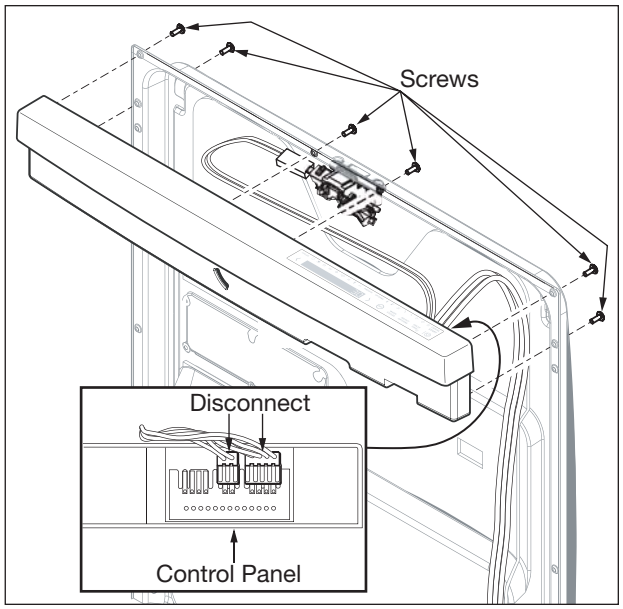

Figure 5-4. Control Panel Assembly Removal
2. Extract the two #20 Torx screws screws from the inside of the inner door assembly securing the control panel assembly to the door. (See Figure 5-4) Hold on to the control panel assembly as the screws are removed so the wire harness connections are not strained.